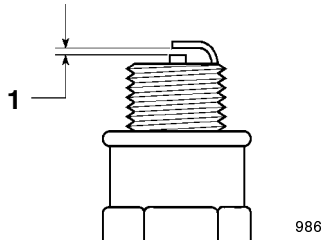

Bild 24
5. Stellen Sie den Elektrodenabstand auf 0,50 mm ein (Bild 24).